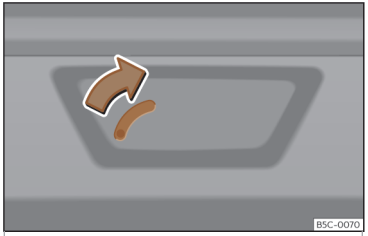

Fig. 91 Particolare del bagagliaio: sblocco di emergenza (Leon Sportstourer).
- Introdurre lo spadino della chiave nella fessura e spostare la chiave nella direzione indicata dalla freccia fino a sbloccare la serratura ››› **fig. 91**.